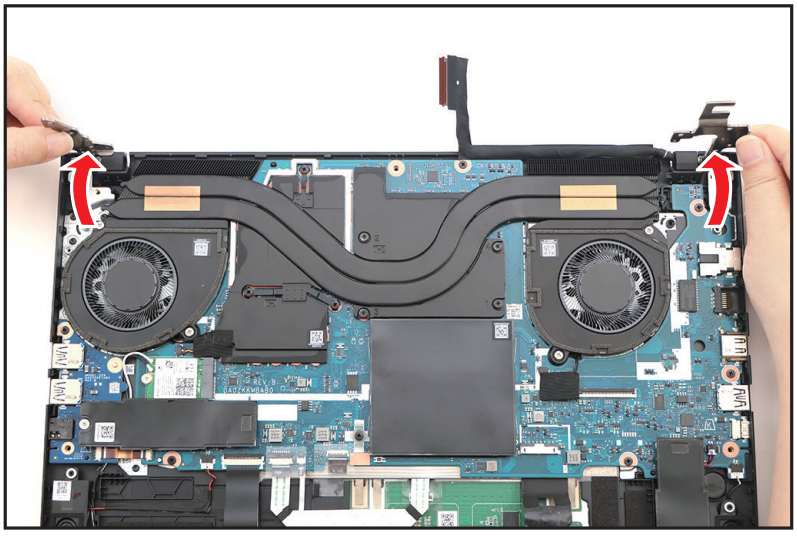

Figure 1-31. LCD Module Removal
4. Close the top assembly and lift both LCD hinges until they are fully extended (Figure 1-31).